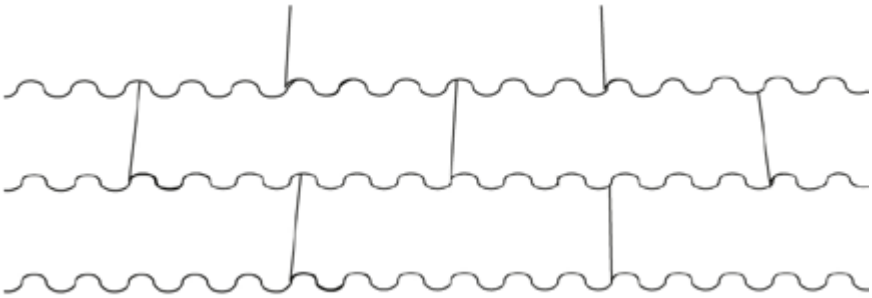

BILD 2
- Montagebedingte Transporte einzelner Wellplatten bei Windgeschwindigkeiten nicht über 3 m/s (ca. 11 km/h) durchführen - bei der sog.englischen Verlegung (Bild 2, 1/2 Platte Versatz) v. unseren Wellplatten sollte Mindestdachneigung 8° betragen